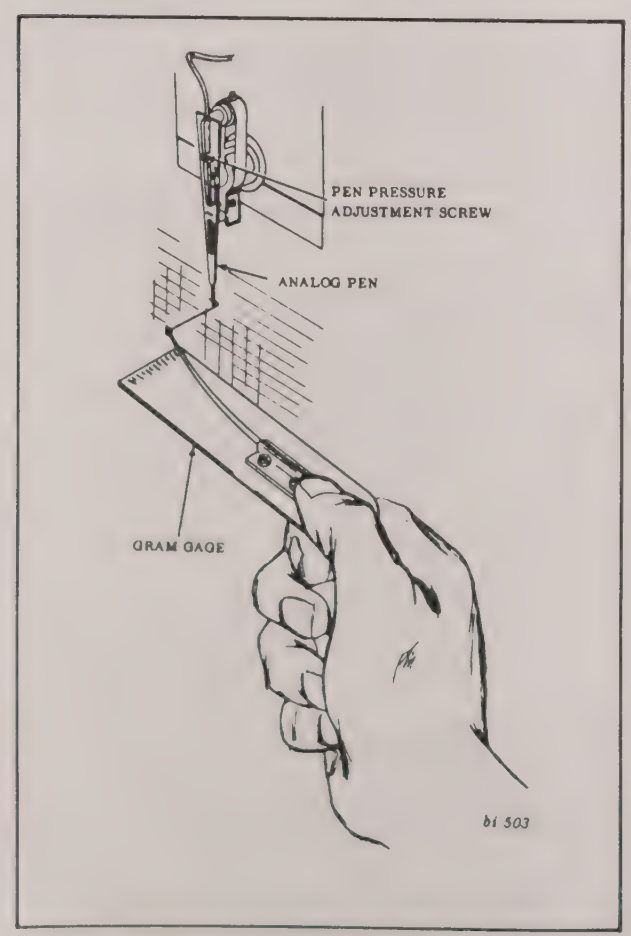

FIGURE 6-8 PEN PRESSURE MEASUREMENT
4. Place gram gage hook under pen shaft, as close as possible to the tip, and form a right angle to the pen shaft with the gage body. (Fig. 6-8)